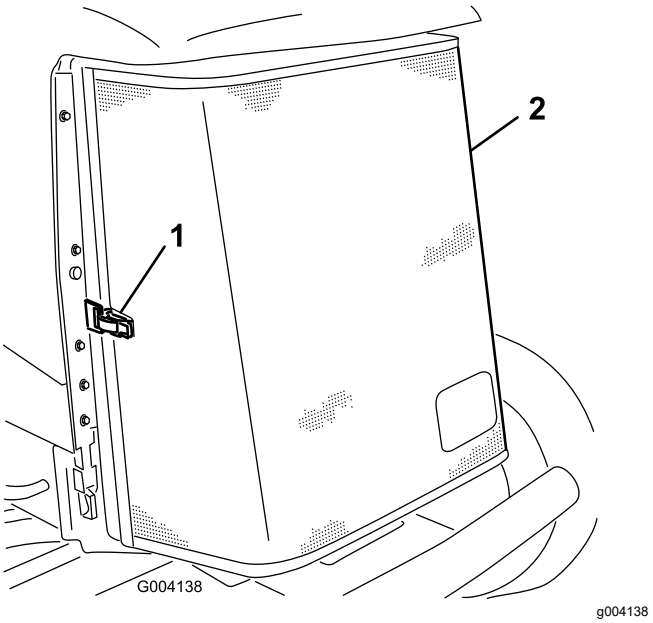

Rysunek 60
3. Odepnij zatrzask i otwórz tylną osłonę (Rysunek 60).